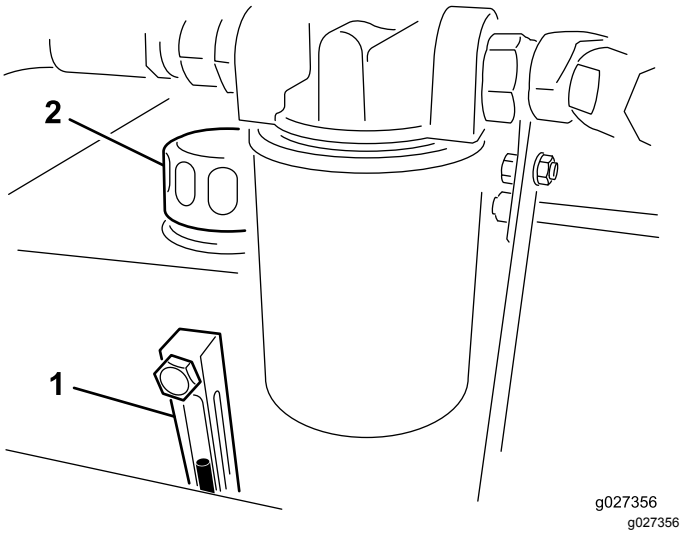

Figure 4
2. Contrôlez le niveau de liquide dans le regard (Figure 4). Si le liquide atteint le centre du regard, le niveau est suffisant.